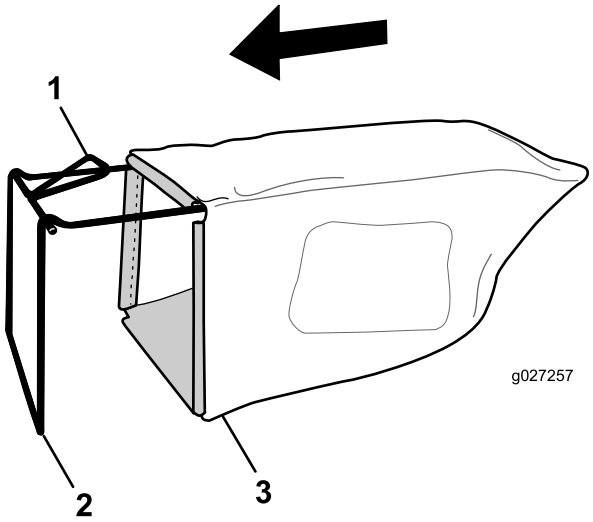

Figura 9
1. Deslize o saco de relva sobre estrutura como se mostra na Figura 9.
Nota: Não deslize o saco sobre a pega (Figura 9).